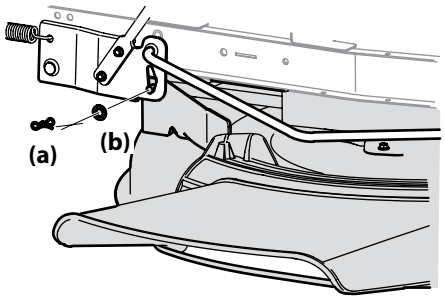

Figura 4-5
3. Extraiga el pasador de chaveta con unión curva (a) y la arandela plana (b) del conjunto de elevación de la plataforma y guárdelo para volver a colocarlo posteriormente. Consulte la Figura 4-5.